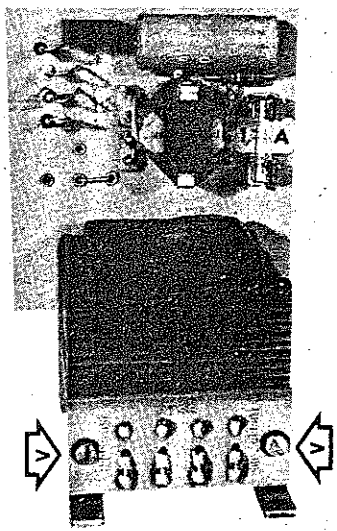

Fig. 6
- Togliere le viti V di bloccaggio del trasformatore di servizio(fig.6)